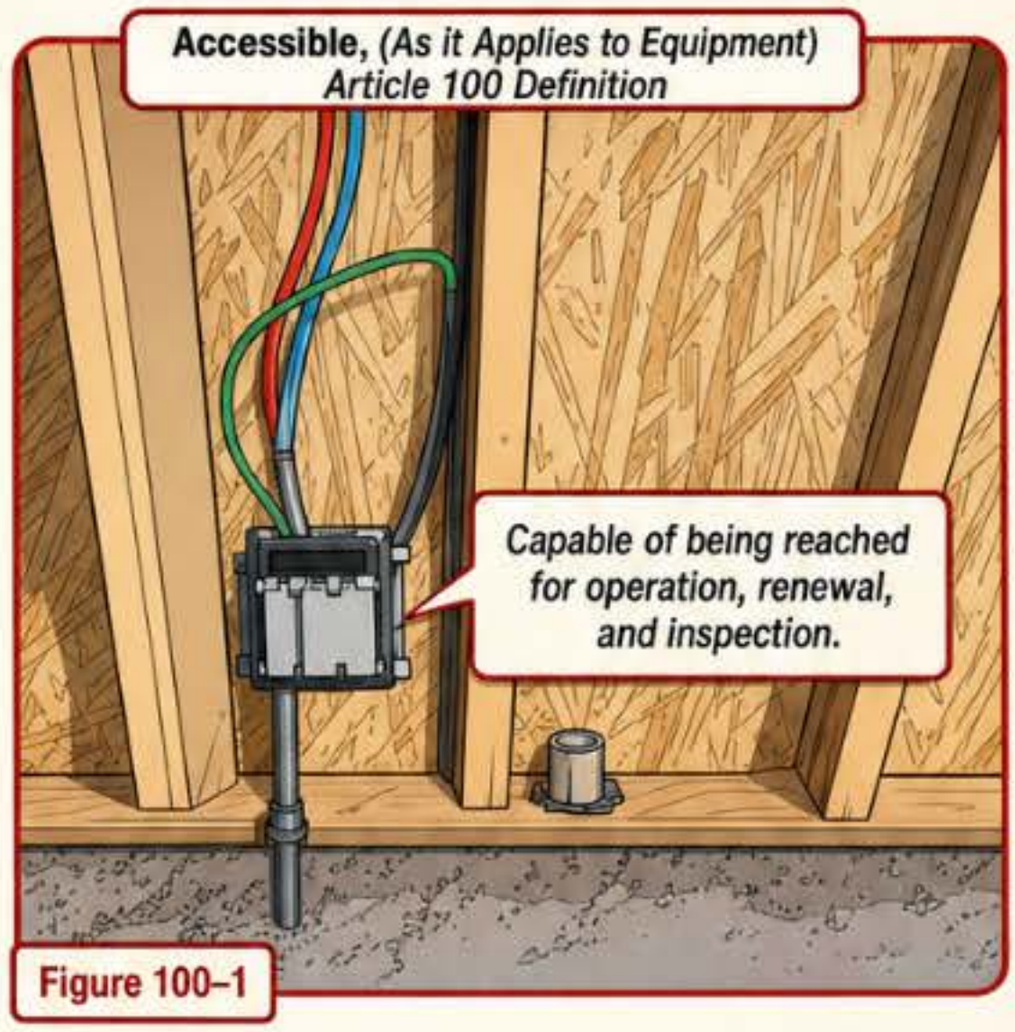

Figure 100–1
Accessible (as applied to equipment). Capable of being reached for operation, renewal, and inspection. **Figure 100–1**
Accessible, Readily (Readily Accessible). Capable of being reached *quickly for operation, renewal, or* inspection without needing those *to whom ready access is necessary to use tools (such as keys), climb over or under obstacles, remove barriers, or resort to portable ladders, and so forth.* **Figure 100–2**
Note: The use of keys for locks on electrical equipment, *and locked doors to electrical equipment rooms and vaults, is a common practice and permitted by the NEC.* **Figure 100–3**
▶ Figure 100–2
▶ Figure 100–3
Ampacity. The current, in amperes, a *conductor can carry continuously under its conditions of use without exceeding its temperature rating.* ▶ Figure 100–4